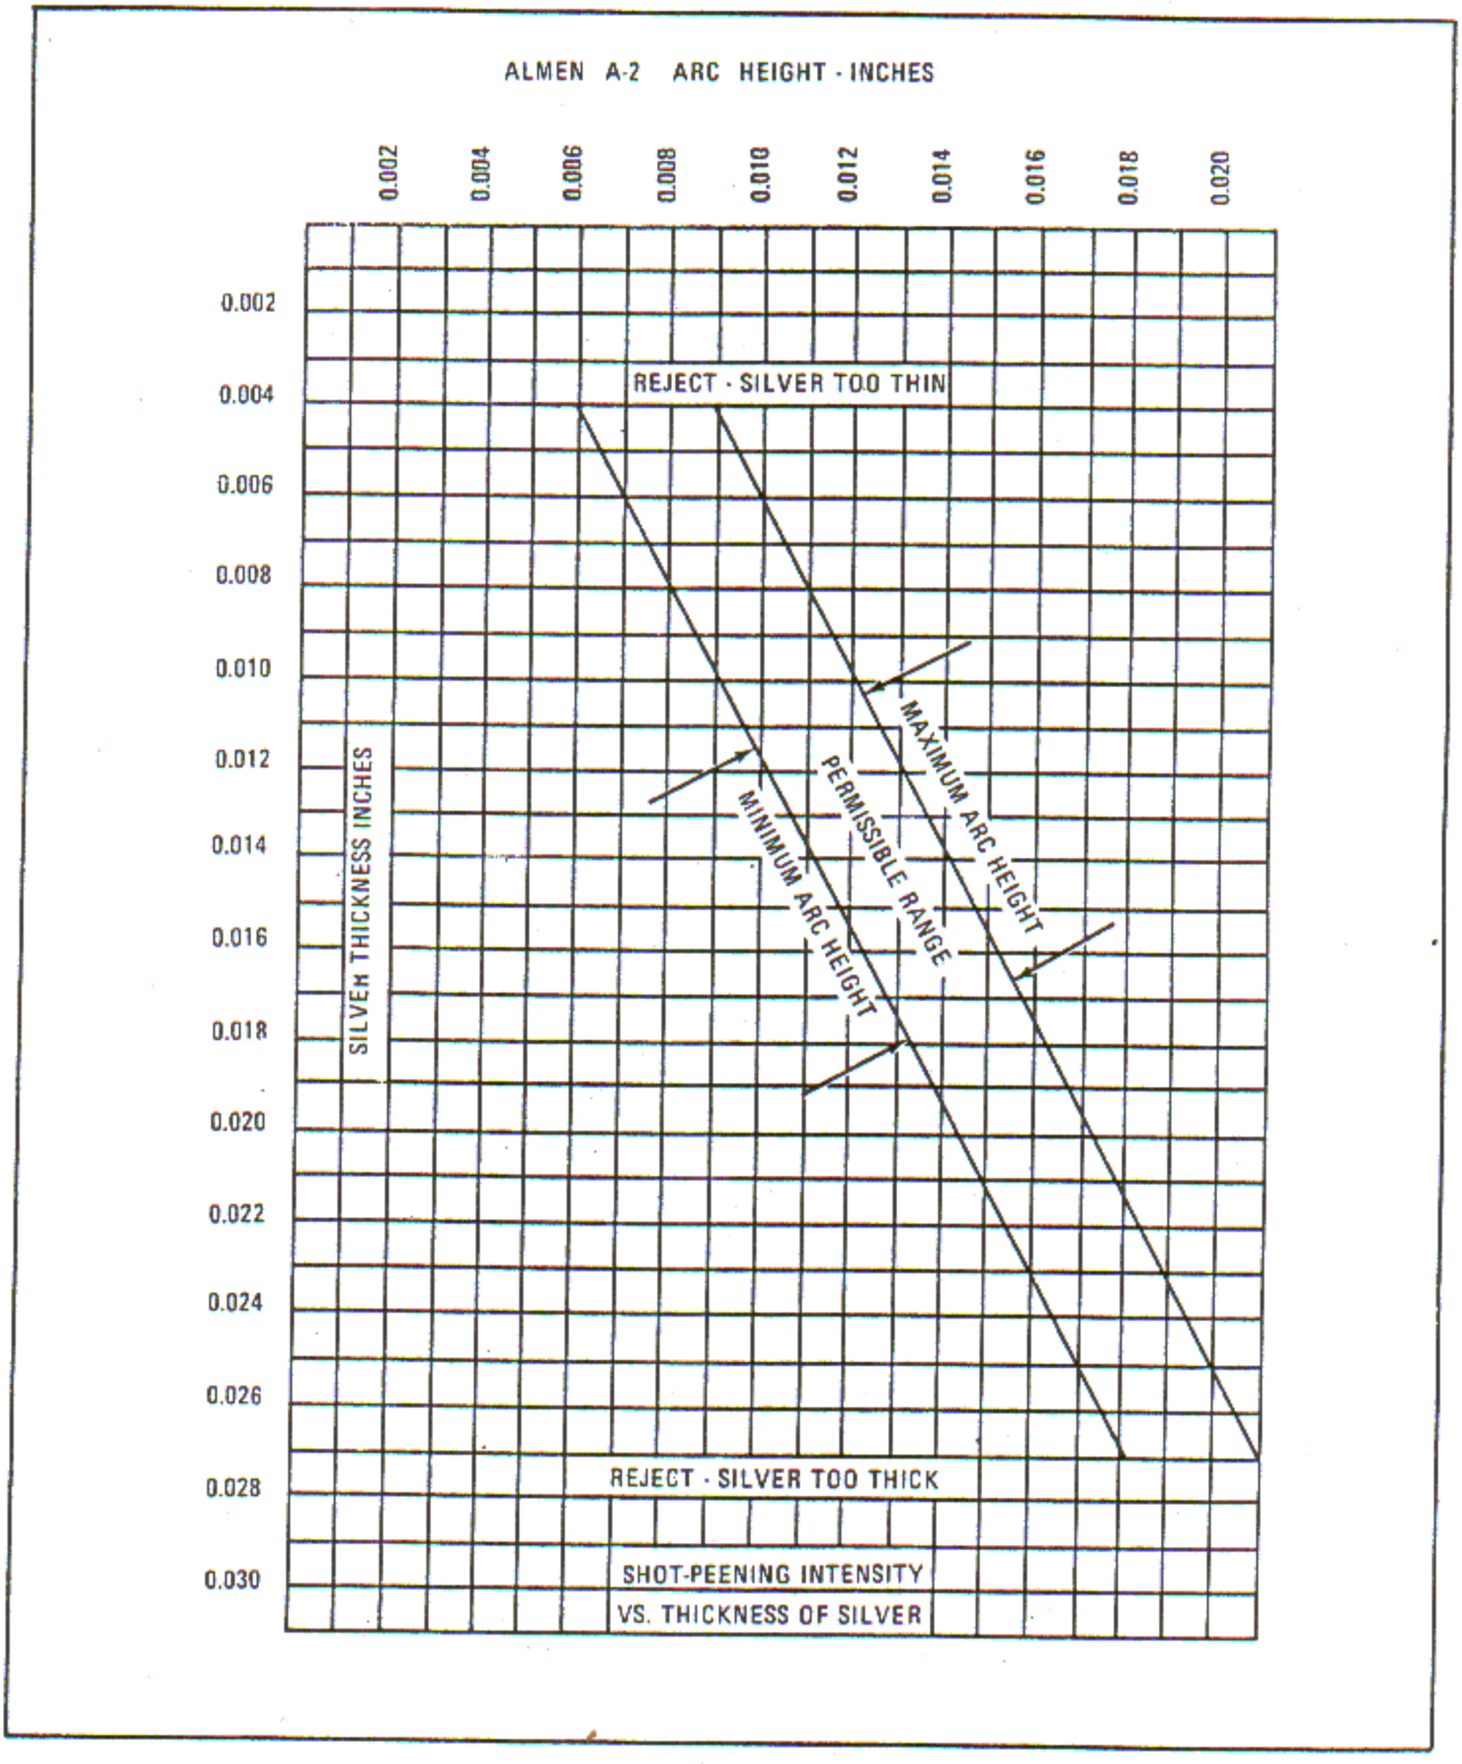

Figure 6-277. Alman A-2 Arc Height-Inches
h. Each group is to be peened to the minimum arc height for maximum thickness of that group, as shown in figure 6-277.